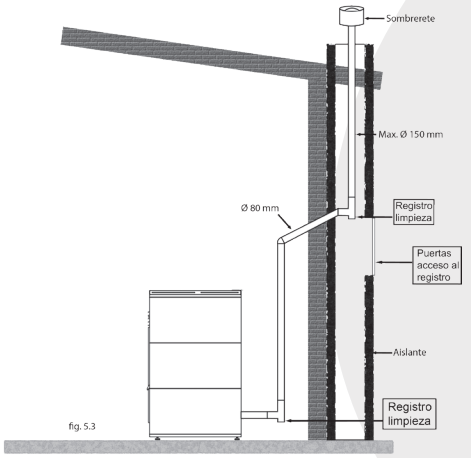
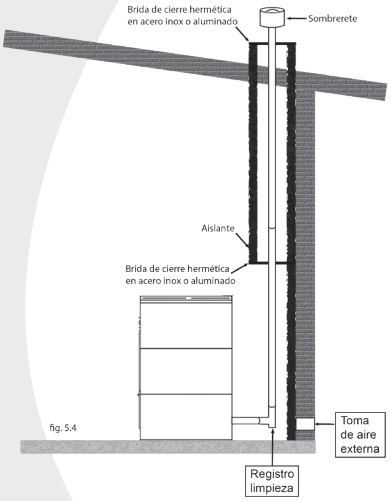

fig. 5.3
fig. 5.4
5.3.3 INSTALLAZIONE SU CAMINI DI TIPO TRADIZIONALE (vedi fig. 5.3 e fig. 5.4)